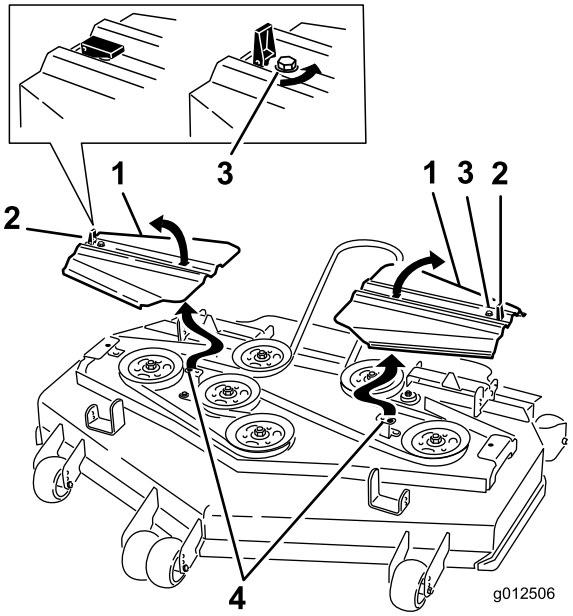

Figur 65
14. Monter remafskærmningerne, så tapperne går ned i rillerne. Isæt skruerne, og luk låsene (Figur 65).